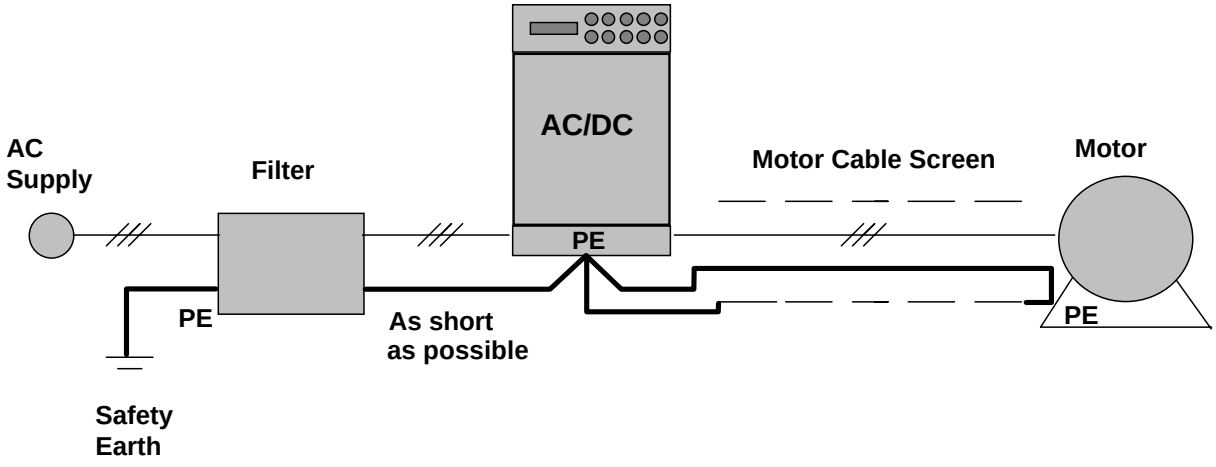

Fig. 3-11: Screening and earthing of a single 620 drive module.
Make sure the requirements of EN60204 are adhered to with electrical equipment for machines. Satisfactory EMC performance is only achievable when the 620 drive module, filter and associated equipment is mounted on a conducting metal mounting panel. Beware of constructions using insulating mounting panels or undefined mounting structures A single point earthing strategy should be followed for a single drive module mounted in an enclosure as shown in figure 3-11. The protective earth connection (PE) to the motor must run inside the screened cable between the motor and 620 drive module, where it is to be connected to the motor protective earth terminal on the drive module. (Note in accordance with EN60204 only one protective earth conductor is permitted at each earth terminal contacting point). Local wiring regulations may require the protective-earth connection of the motor to be connected locally but this will not cause shielding problems due to the relatively high RF impedance of the local earth connection.
A single-point earthing policy as shown in Fig. 3-11 is required.